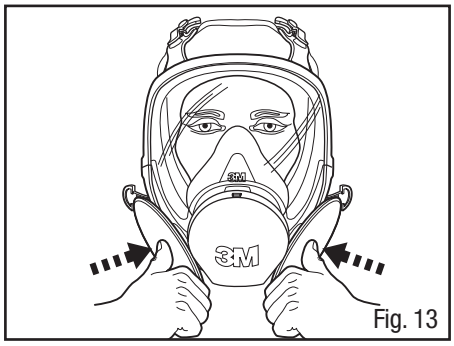

Fig. 13
1. Coloque los pulgares en la parte central de los filtros, restringiendo el flujo de aire a través de los filtros e inhale con suavidad. Ha logrado un ajuste adecuado, si siente que la pieza facial se colapsa un poco y se pega a su cara sin ninguna fuga entre la cara y la pieza facial (Fig. 13).